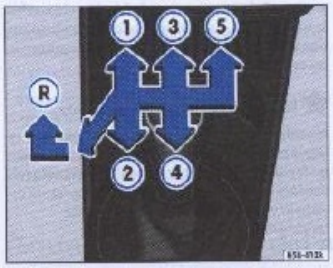

Fig. 99 Esquema de cambio de velocidades
– Empuje la palanca de cambio a la posición de marcha atrás (R) ⇒ fig. 99, totalmente a la izquierda, hacia abajo y después hacia adelante, como se ve en el diagrama en la palanca de cambio.